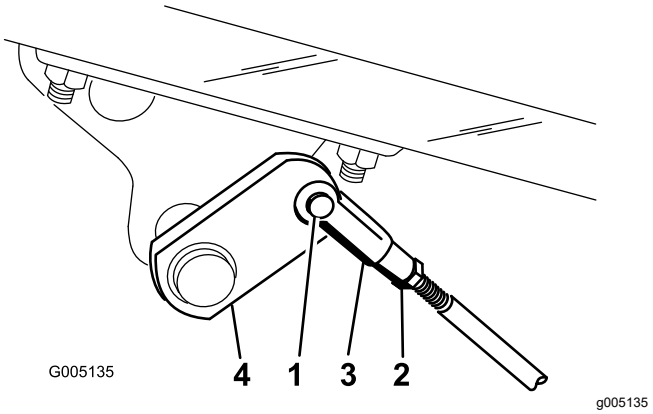

Figure 51
A. Désaccouplez les tiges de frein en retirant la goupille fendue et l'axe de chape (Figure 51).
B. Desserrez l'écrou de blocage et réglez la chape comme il convient (Figure 51).
C. Montez la chape sur l'arbre de frein (Figure 51).